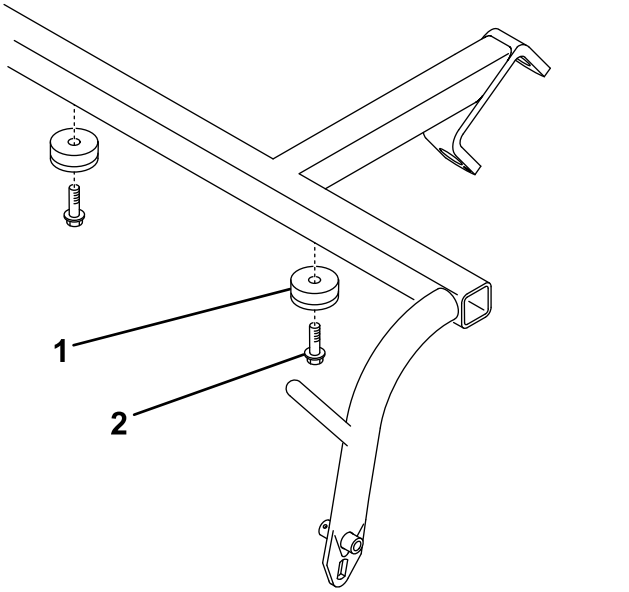

Figura 3
5. Fije 2 topes en la parte inferior del bastidor de tiro con 2 tornillos autorroscantes (Figura 3).